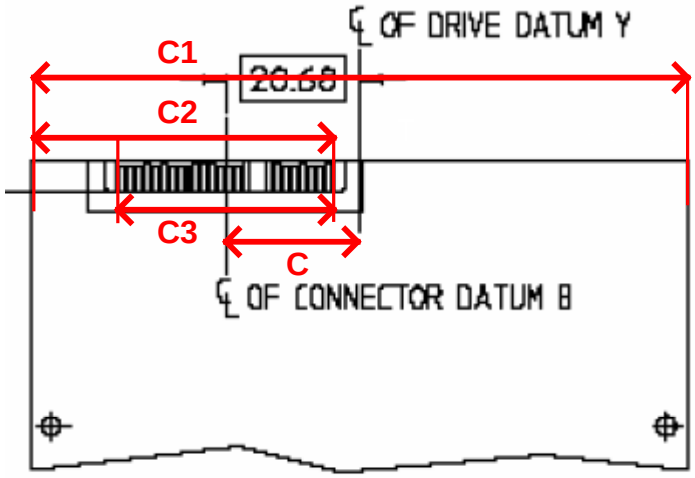

Figure 9
1. Using the outside measurement jaw of the calipers measure the value of *C1* as shown in Figure 9. Record the value of *C1*.
2. Using the outside measurement jaw of the calipers measure the value of *C2* as shown in Figure 9. Record the value of *C2*.